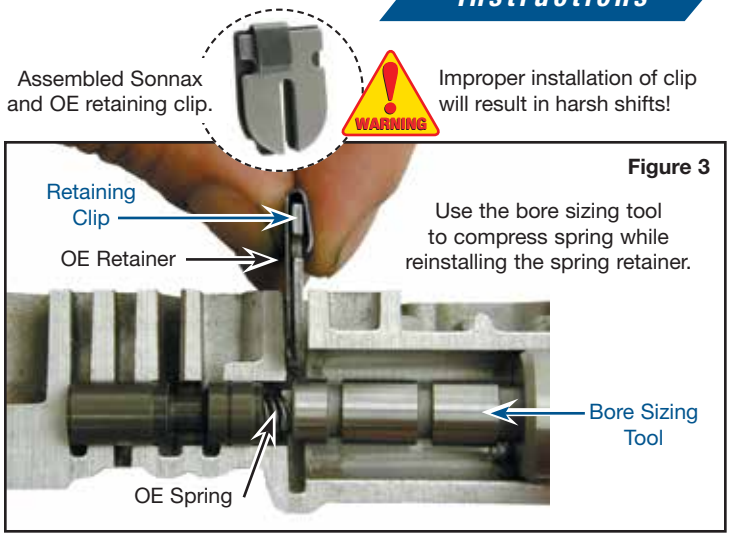

Figure 3
b. Place the OE accumulator control valve spring into pocket on Sonnax valve and install both the OE and Sonnax retainer clips. Sonnax bore sizing tool **36948-12** can be used to compress this spring (**Figure 3**).